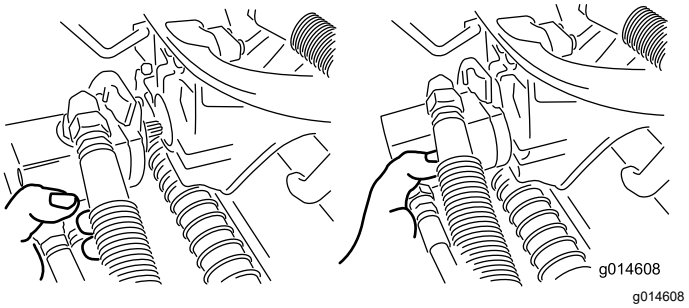

Figuur 50
3. Zet de motor in de opbergruimte op de voorkant van de ophangarm (Figuur 50).